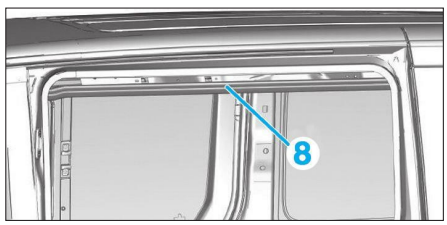

**Fig. 48**
• Déposer le joint de rail de la porte coulissante (8) **(Fig.48)**.